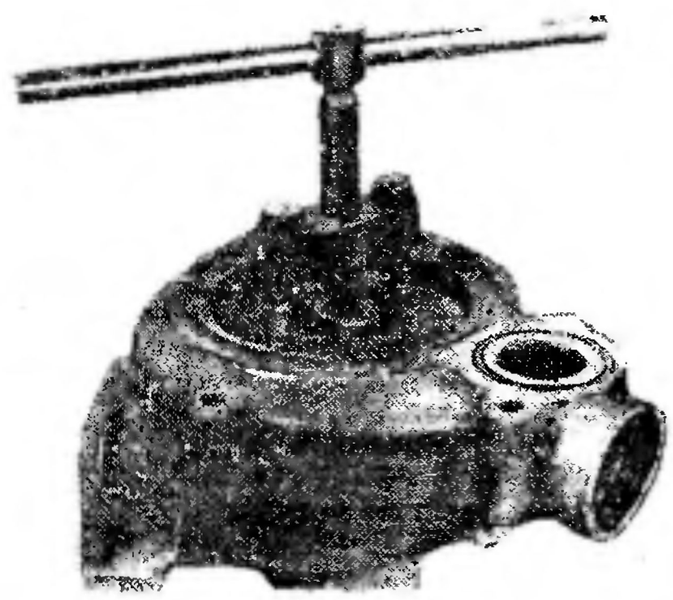
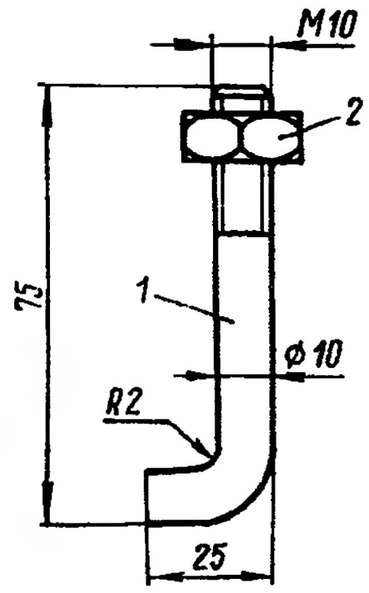

Рис. 114. Снятие крыльчатки съемником подшипников карданных валов
Рис. 115. Шпилька:
2. Снимите съемником (рис. 114) крыльчатку. Для снятия крыльчатки в траверсу И801.33.002-10 вместо болтов М8-6g×100 вставьте шпильки *1* (рис. 115) и закрепите их гайками *2*	Съемник подшипников карданных валов